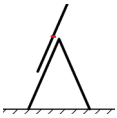

Figura 1 - Escalera combinada en posición de escalera de tijera con extensión en la parte superior
- Nunca extienda la escalera superior de la escalera de 3 secciones colocada en posición A sobrepasando la articulación de la escalera con el peldaño rojo (o el cuarto peldaño desde arriba) (figura 1).